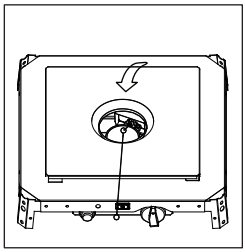

Figure 4
-As you are depressing the control knob, place long stem lighter through the glass tube to light the pilot (*Figure 4)*.